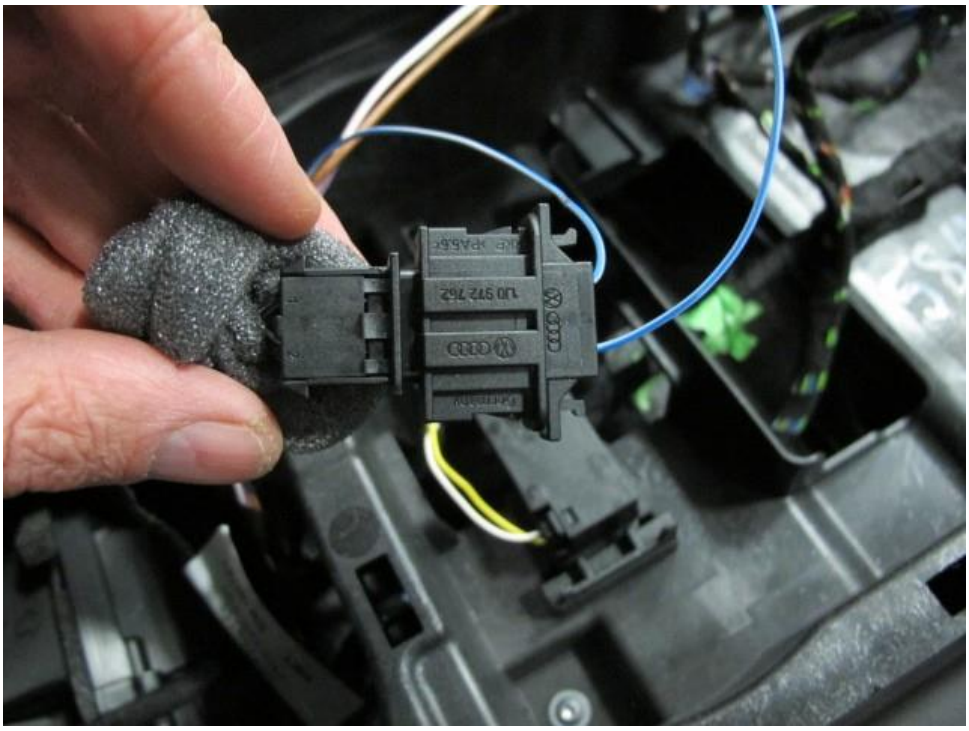

Figure 9
- Reconnect the two (male and female) black plugs (Figure 9)